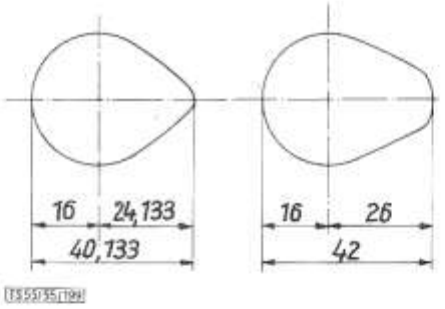

Bild 59: **Nennmaß der Ventile- und Einspritznocken**
g) Nocken auf Verschleiß prüfen, bei feststellbarem Verschleiß die Nockenwelle ersetzen (Bild 59).